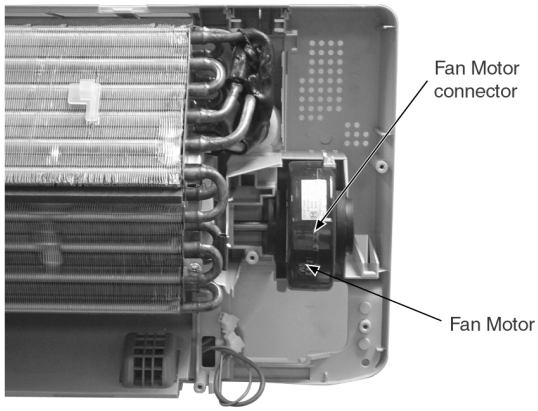

Fig. 6
– Release the Fan Motor leadwire by pressing the hook at the center of the connector. (Fig. 6)